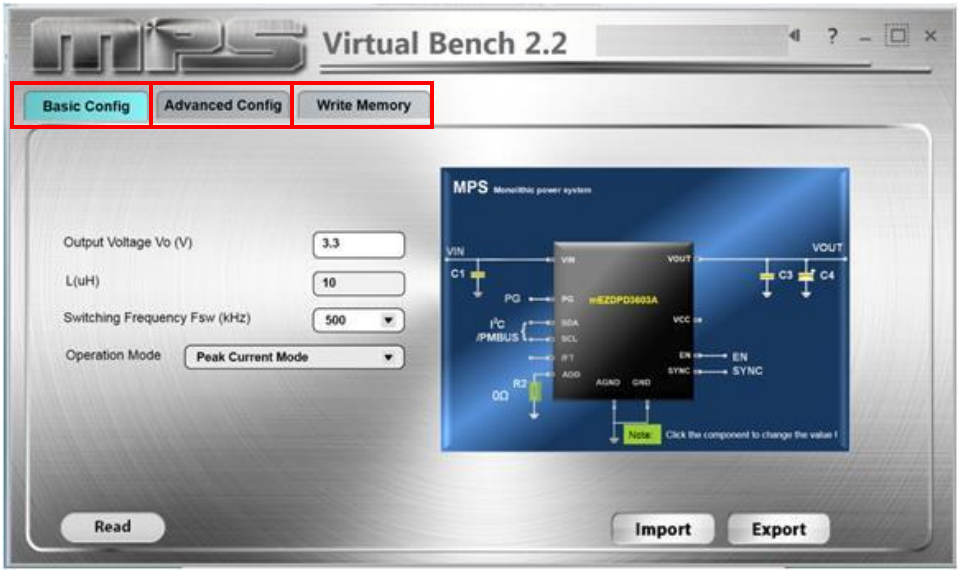

Figure 8: Values from I2C Shown in Table
2. Click the "Direct Programming Mode" button. The register control menu will appear on the version (see Figure 7 and Figure 8).